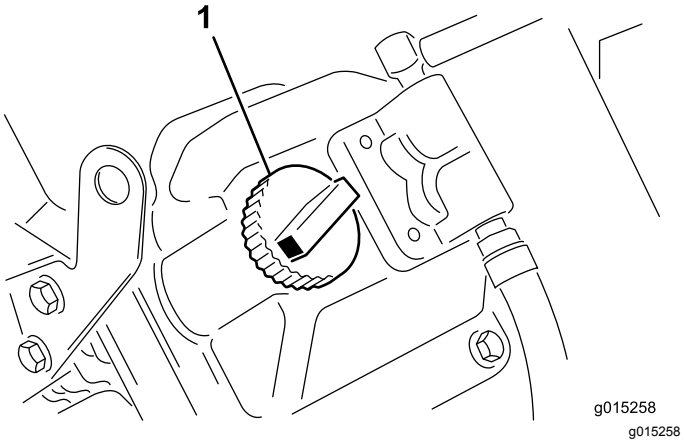

Figuur 9
5. Als het oliepeil beneden de vol-markering 'Full' staat, verwijdert u de vuldop en vult u bij met olie totdat het oliepeil de vol-markering 'Full' op de peilstok bereikt (Figuur 9).